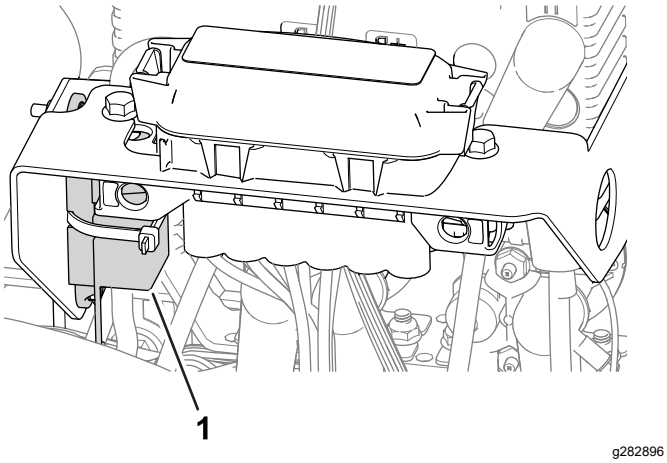

**Figur 44**
- Sikringen til venstre hjulmotor (60 A) er placeret under dækslet på venstre side af maskinen, tæt på knivcylinderkredsløbets sikringer (Figur 44).